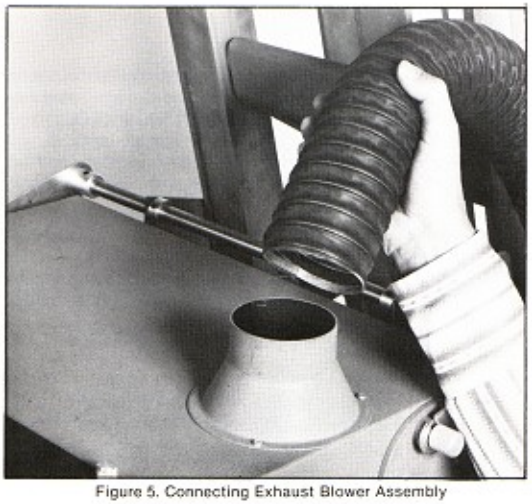

Figure 5. Connecting Exhaust Blower Assembly
2. Attach ends of flexible hose to recepticles on both wall mounted blower housing and intake "Port" on top of lamphouse (see figure 5) and secure with clamps supplied.